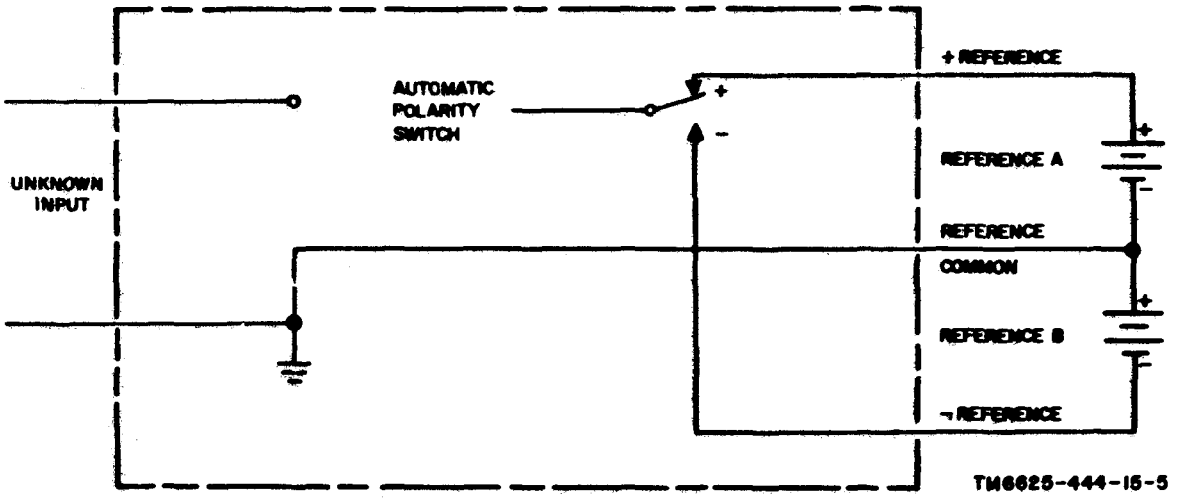

Figure 2-2. External reference supply connection to measure positive and negative input voltages.
(3) Where it is undesirable to ground the blue pin, the impedance to earth ground must be kept at a minimum to reduce the offset caused by ac leakage currents coming from the circuit under test.
(4) For stable operation, the input leads must be shielded to minimize electrical pickup. This action is particularly important when the impedance of the source to be measured is high. Excessive electrical noise pickup and ground loops can cause instability, or an offset effect in the readings, or both.
c. *External Reference Supply Connections.* The CX-7494/GSM-64 terminates in three banana pins: red, black, and yellow (fig. 1-3). The red pin is positive external reference, the black pin is negative external reference, and the yellow pin is external reference common. To compare positive and negative signal input voltages to the external reference supply, the ratio-measuring circuits are connected as shown in figure 2-1. If the signal input voltage is of a single polarity, external reference A or B is eliminated (fig. 2-2).
If the signal input voltage is close to zero and the test setup shown in figure 2-2 is used, a battery may have to be connected in place of the eliminated reference to stabilize the digital voltmeter.